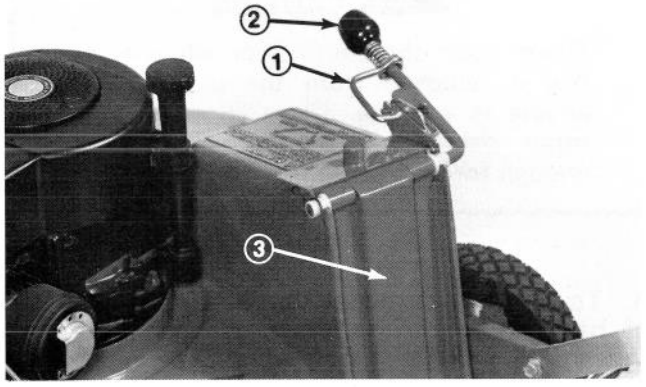

Figure 20
2. Squeeze lockout lever, move chute door handle fully forward, and release lever into catch (Fig. 20).